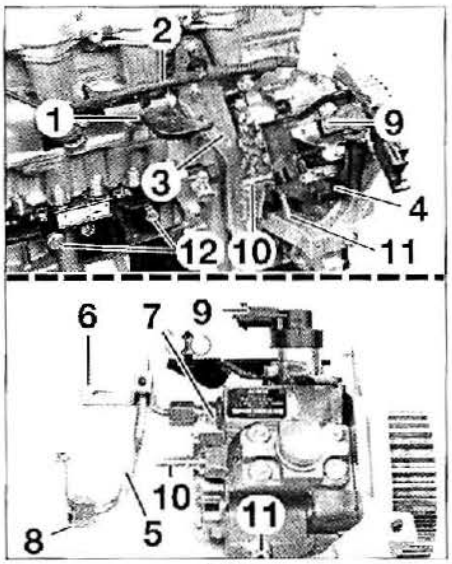

FIG. 26
- el soporte de filtro de aire (1) **(fig. 26)**.
- el cableado de alimentación de las bujías de precalentamiento (2).
- el soporte trasero de bomba de alta presión (3).
- el soporte de bomba (4).
- el tubo de alimentación (5) con su soporte (6) después de haber aflojado los rácores (7) y (8).
• Aflojar los dos tornillos de fijación (12) y desmontar la rampa de inyección (Fig.26).